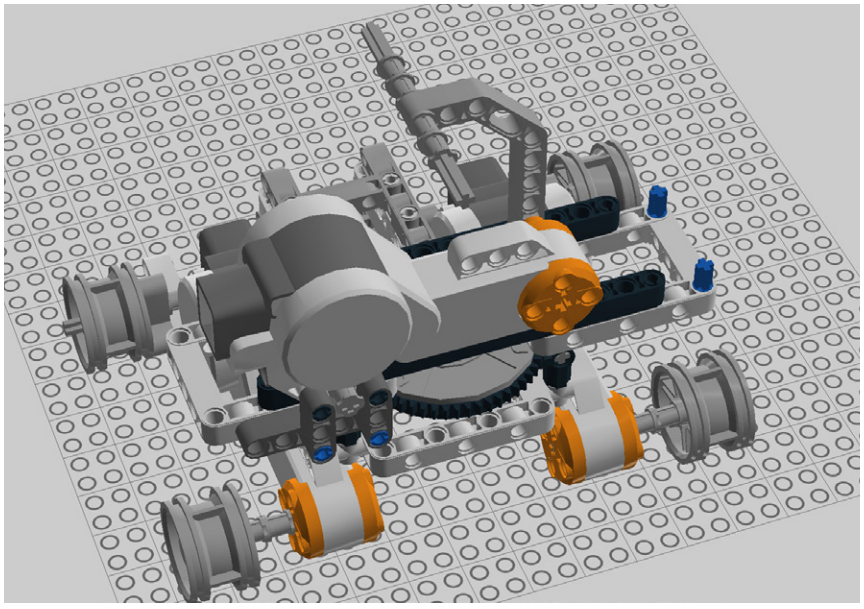

Figure 7-65. *Step 58: The body is finished...for now!*
58. You're done with this part! It should now look like Figure 7-65. Next, we'll work on the Gripperbot's arm.